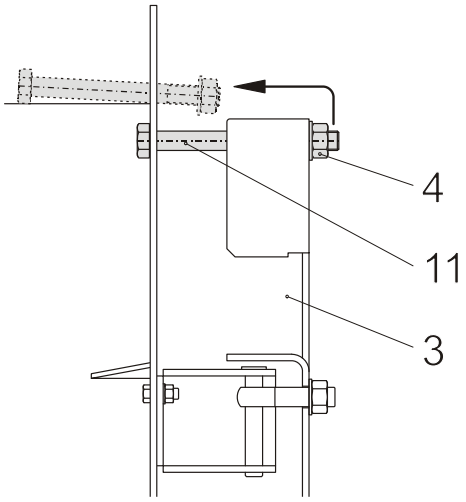

Abbildung 4: Ausschwenken der Anpressgruppe
- sämtliche Frontmuttern (4) um 3-4 Umdrehungen lösen.
- Gegenmuttern (6) auf der Anschlagseite nachdrehen und Kesselfronttüre wieder festziehen.
- Sofern vorhanden, sind die Frontmuttern (4) der Anpressgruppen soweit aufzudrehen, dass die Sechskantschrauben (11) über die Langlöcher in der Kesselfronttüre herausgeschwenkt werden können. Die Sechskantschrauben können dann über die Isolierung nach hinten geschoben werden (siehe auch Abbildung 4).
- Frontmuttern (4) auf der Öffnungsseite soweit lösenFrontmuttern (4) auf der Öffnungsseite soweit lösen, bis die Augenschrauben (10) auf der Öffnungsseite ausgeschwenkt werden können.
- Augenschrauben (10) auf der Öffnungsseite ausschwenken und Kesselfronttüre öffnen.